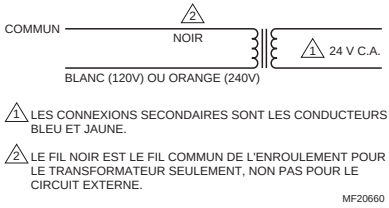

Fig. 10. Schéma du transformateur AT20/AT40
2. Raccorder les conducteurs primaires à l'alimentation secteur. Voir les Fig. 10 à 12.